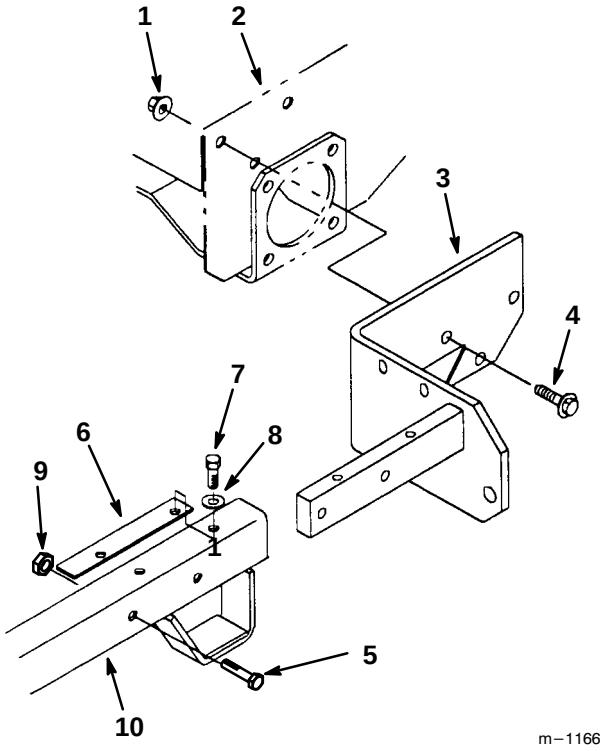

Figure 5
1. Fasten the angle brackets to the traction unit frame with the six (6) 1/2”-13 x 1” (25 mm) hex head flange bolts and flange locknuts. Position the bottom locknuts on the outside of the angle brackets. Torque the fasteners to 60–80 ft.-lbs (81–109 N•M) (Fig 5).
2. Attach the carrier frame to the angle brackets with the four (4) 3/8”-16 x 1-3/4” (44 mm) hex head bolts and locknuts. Note that the locknuts must be on the outside of the carrier frame. Leave the locknuts loose to allow movement between the carrier frame and angle brackets (Fig 5).
3. Install the shims between the carrier frame and angle brackets. Align the holes in the shims with the top holes in the carrier frame and angle brackets (Fig. 5).
4. Install the four (4) 3/8”-16 x 7/8” (22 mm) hex head screws with flat washers through the carrier frame and shims, and into the threaded holes in the top of the angle brackets. Torque the hex head screws to 27–33 ft.-lb (37–45 N•m) (Fig. 5).
5. Torque the four (4) 3/8”-16 x 1-3/4” (44 mm) hex head bolts and locknuts to 27–33 ft.-lb (37–45 N•m) (Fig. 5).